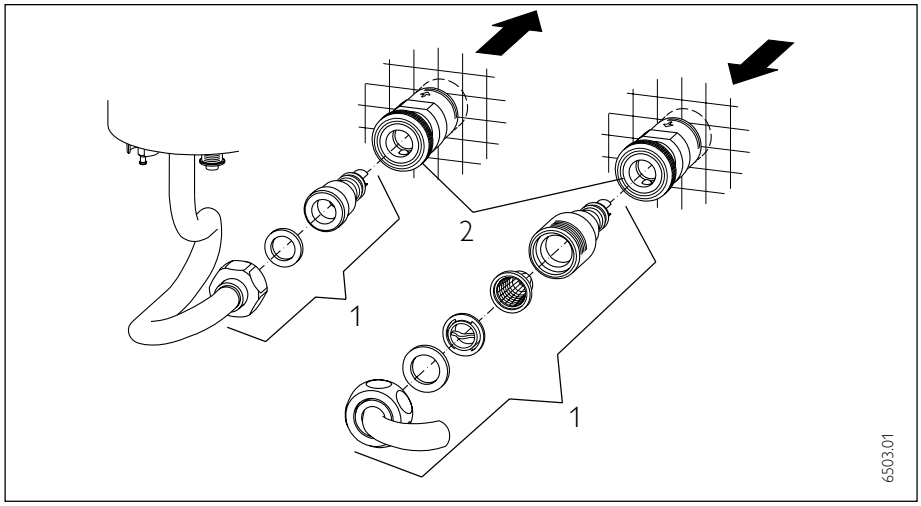

Abb. 11
**Unterputz-Anschluß auf Steckanschlüsse** (Abb. 11, DHB 18 – 27 UNI)
– Montagemöglichkeit bei vorhandenen Wassersteckkupplungen (Pos. 2). Beiliegende Teile (Pos. 1) wie in Abb. 11 montieren.